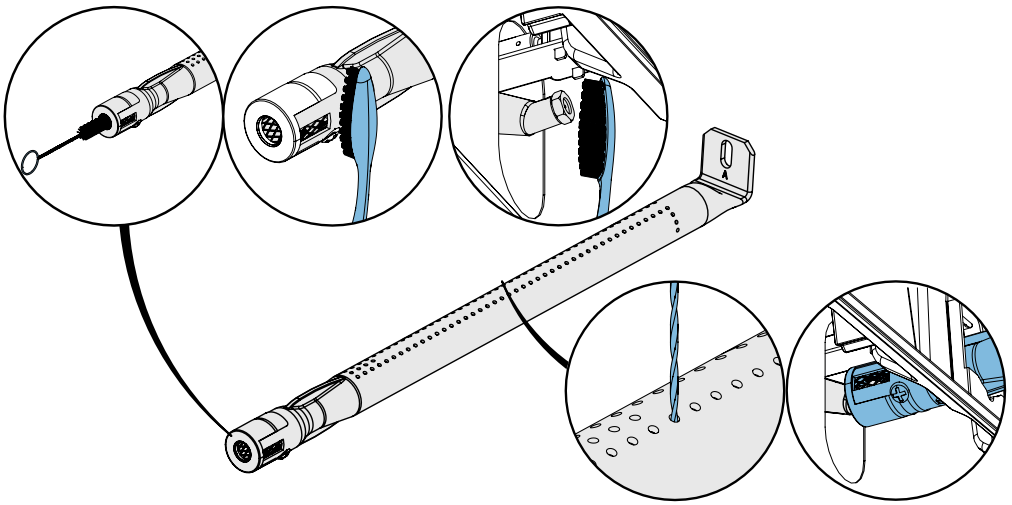

Fig. 9
1. Retirez la ou les vis qui fixent le brûleur au mur arrière du gril. Faites glisser le brûleur vers l'arrière et vers le haut pour le retirer. **(Fig.9)**